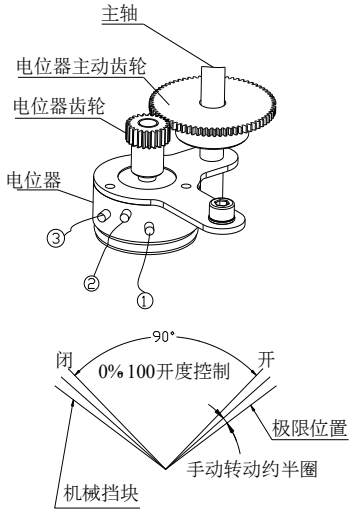

图 18
8.3 电位器调整（图 18）
电位器在执行器中作为一种反馈信号输出，有三个输出端子，其中②脚接电位器的滑臂（参照图 18）。①脚接执行器开动作时，与滑臂之间的电阻不断减小一端，③脚则接执行器关闭动作时与滑臂之间的电阻不断减小一端（注意：电位器不应出现阻值过零，跳变现象）。用手轮转动阀门到全开位置，以开到限位开关动作为准，用万用表测量，将接线端子上②脚①脚电阻调整到 35Ω－60Ω 之间。若不正确可通过转动电位器传动齿轮调整。